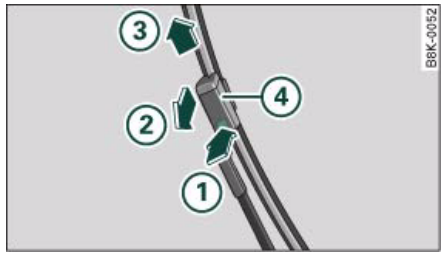

Fig. 70 Removing the wiper blades
– Press the release button (1) on the wiper blade ⇒ fig. 70. Hold the wiper blade firmly and press it forwards slightly (2).
– Slide the wiper blade upwards (3).